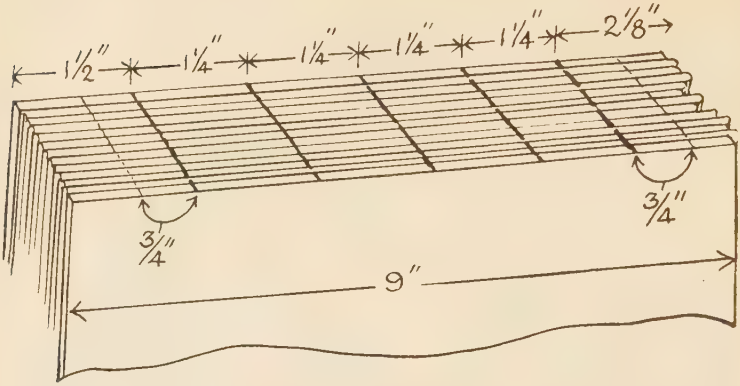

Fig. 168—Back of Book "Marked-up" Properly for "Sawing-out"
4. Measure the length of the back of the book, and, assuming it is 9″ long, mark off with soft black pencil firm black lines as in Fig. 168. Use your T-square in order that lines may be truly at right angles with boards.